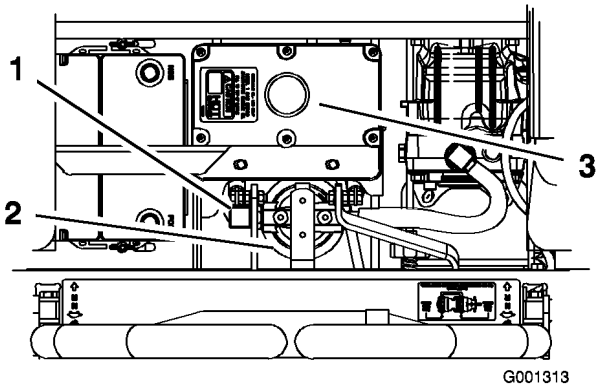

Figur 68
4. Fjern den høyre hydraulikkslangen som kommer inn i adapteren (Figur 68).
6. Monter den høyre hydraulikkslangen på adapteren (Figur 68).